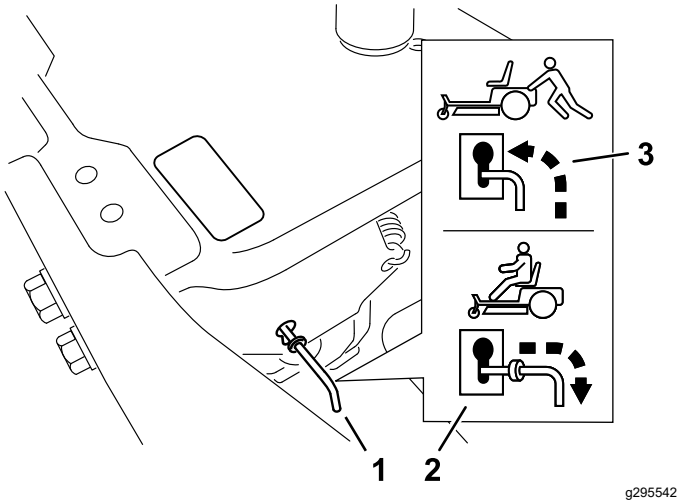

Figura 24
4. Mueva las palancas de desvío hacia delante a través del orificio y hacia abajo para bloquearlas en esa posición (Figura 24).
Mueva las palancas de desvío hacia atrás a través del orificio y hacia abajo para bloquearlas en esa posición, según se muestra en Figura 24.